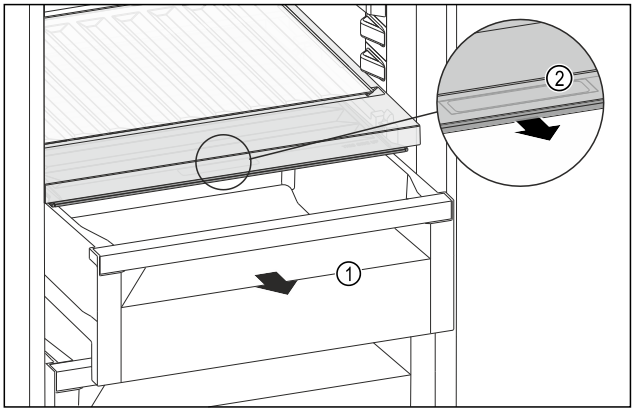

Fig. 195
- ▶ Extrageți sertarul *Fig. 195 (1)*.
- ▶ Prindeți mânerul încastrat *Fig. 195 (2)* de la capacul compartimentului și trageți concomitent capacul compartimentului spre partea frontală.